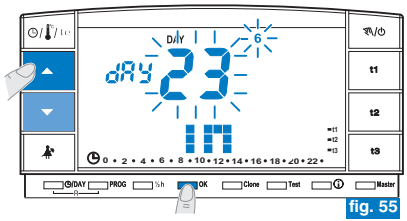

fig. 55
- Confirmar pulsando la tecla **OK** (fig. 55).